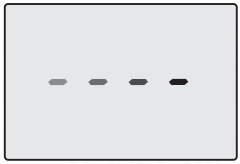
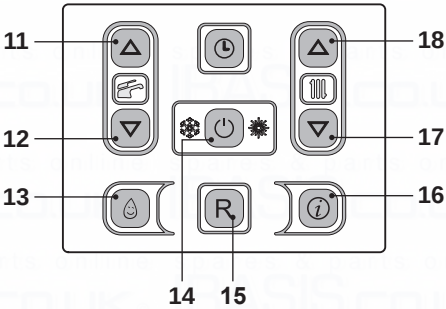

Fig. 7.10
Fig. 7.11
- Electrically power the boiler by switching on the double pole isolation switch. The LCD will display, the – – – – symbol (Fig. 7.10).
- Press the 14 key for 2 seconds until both and symbols appear on the display Fig. 7.11.
- Switch off the boiler by pressing the 14 (Fig. 7.11) key for 2 seconds until the - - - - symbol appears on the LCD display (Fig. 7.10).
Press the reset key on the boiler control panel 15 (Fig. 7.11) to reset its functioning.